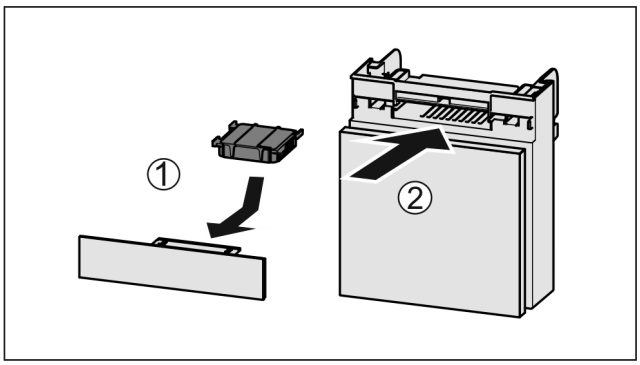

Fig. 35
▶ Insert the carbon filter as shown in the diagram *Fig. 35 (1)*.
▶ Push the compartment in *Fig. 35 (2)*.